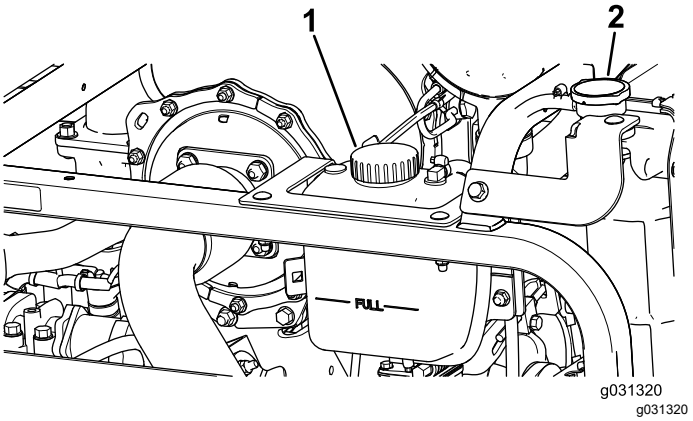

Figuur 118
1. Verwijder voorzichtig de doppen van de radiateur en de expansietank (Figuur 118).
2. Controleer het koelvloeistofpeil in de radiateur (Figuur 118).